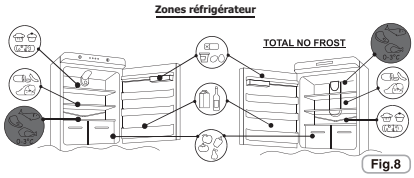

Fig.8
• Pour mieux conserver l'arôme, la substance et la fraîcheur des aliments, nous vous conseillons de les ranger dans le réfrigérateur de la façon illustrée ci-dessous sur la fig.8, en ayant soin de les envelopper dans une feuille d'aluminium ou de plastique ou bien de les placer dans des récipients munis de couvercles pour éviter la contamination réciproque.